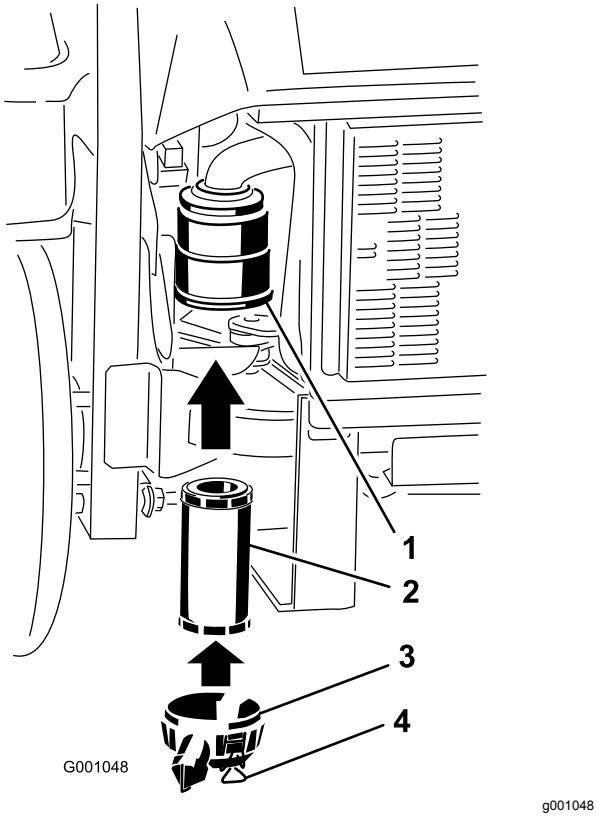

Figur 46
2. Isæt forsigtigt det nye filter i filterhuset (Figur 46).
3. Monter luftfilterdækslet, og fastgør låsene (Figur 46).